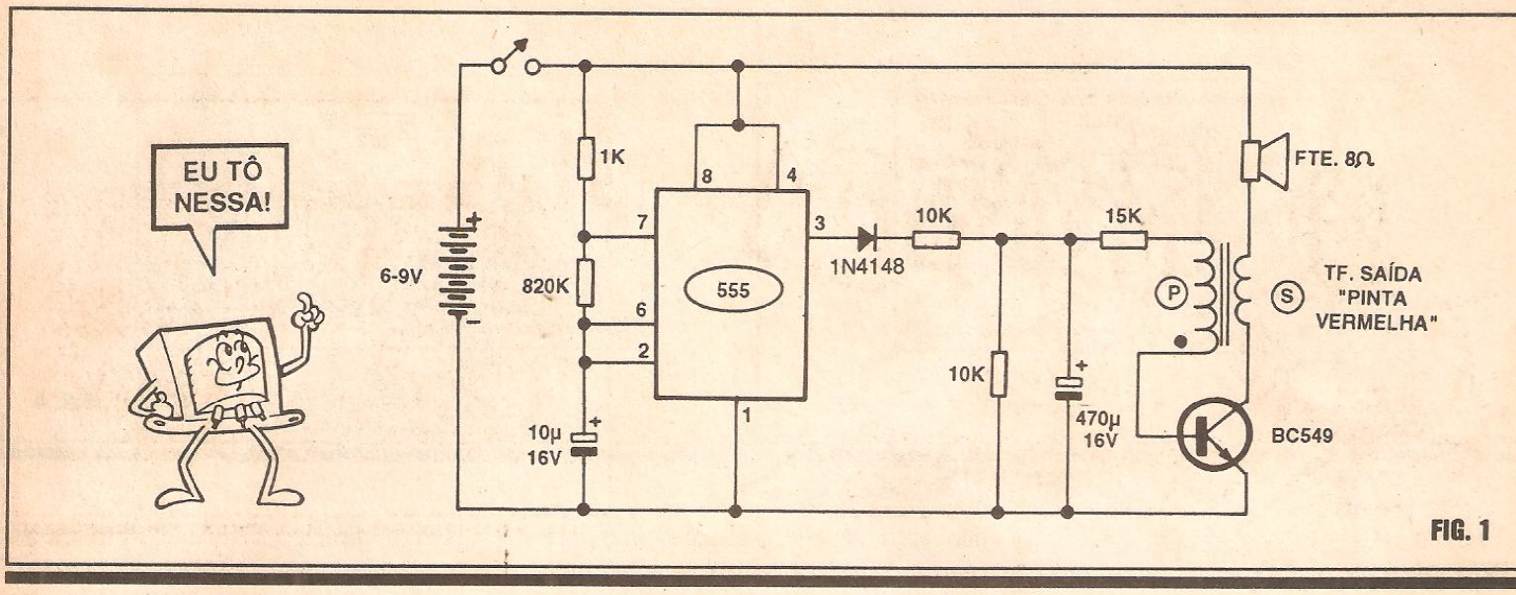

FIG. 1
- FIG. 1 - ESQUEMA DO CIRCUITO - Não há o que "não entender" no diagrama... Apenas "Alunos" que porventura estejam só agora "se matriculando" na "Escola", poderão encontrar alguma dificuldade de interpretação... Nesse caso, é inevitável que procurem obter as "Aulas" anteriores (há um CUPOM por aí, em alguma outra página do ABC, específico para tal solicitação...), sem o que ficarão "vendo a banda passar", defasados com relação ao restante dos Leitores/"Alunos". Como todos os componentes e conceitos envolvidos **já foram** estudados em "Aulas" passadas, vamos em frente...